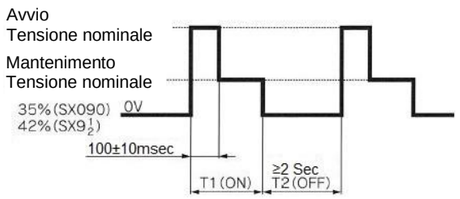

Figura 1. Forma d'onda di energizzazione
2) Quando si utilizza una valvola senza il circuito a risparmio energetico, eccitare come indicato in figura 1. utilizzando le tensioni della tabella 2.